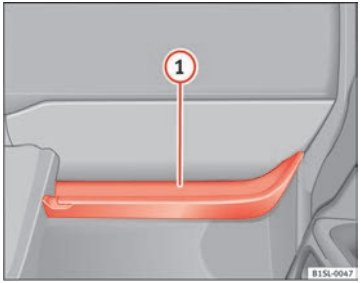

Fig. 77 Open storage compartment on the passenger side
In the open storage compartment there is a hook for bags ⇒ Fig. 77 (1).